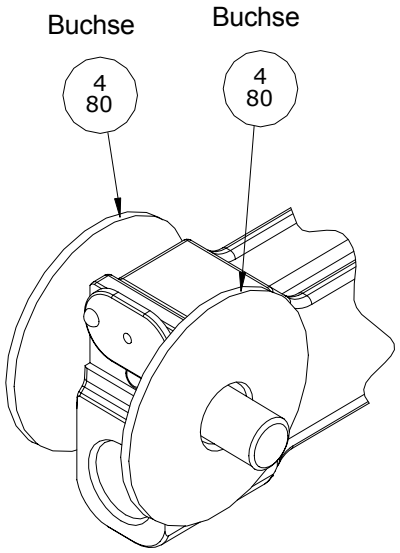

ABBILDUNG 1
3.3.8 Beide Buchsen (4-80) auf der Kolbeneinheit (4-50) installieren – siehe folgende Zeichnung (Abbildung 1).
ACHTUNG: Überprüfen Sie, ob beide Buchsen (4-80) zwischen den Jocharmen (1-20) und der Kolbeneinheit (4-50) sitzen. Siehe Abbildung 1.